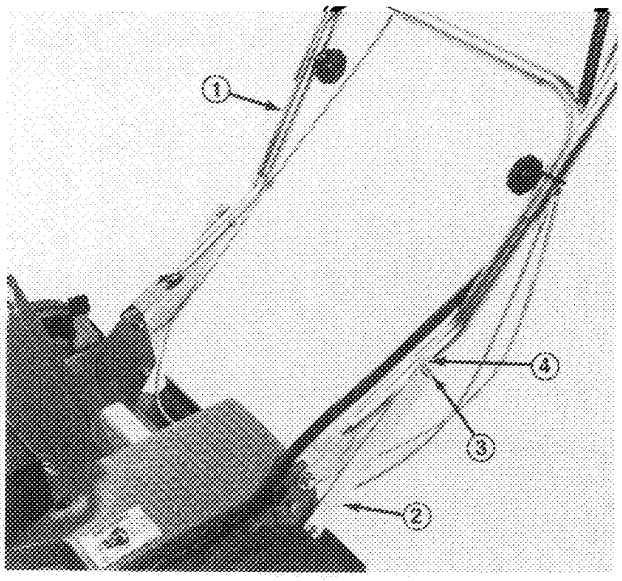

Figure 2
3. Pivot handle backward until handle studs snap into center holes of handle latches (Fig. 2). Make sure control cables are to the rear and inside of handles.